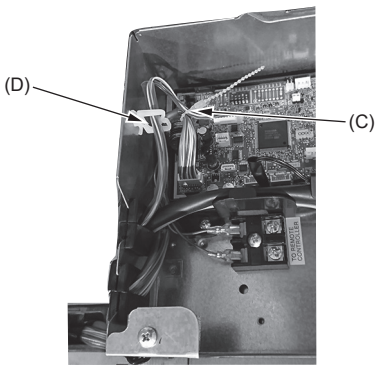

Abb. 10-14
- **Überschüssiges i-see-Sensor- und Signalempfängerkabel im Elektrokasten in den Kabelclip (siehe Abbildung) legen und die Kabel zusammen mit dem Kabelbinder sichern. (Abb. 10-14)**